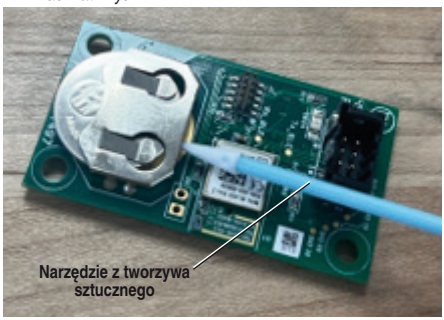

**Rysunek 4 – Wyjmowanie baterii z płytki**
4. Wyjąć baterię pastylkową (CR2032) z płytki LED za pomocą nieprzewodzącego narzędzia z tworzywa sztucznego. Włożyć nową baterię pastylkową (CR2032) biegunem dodatnim skierowanym do góry. Zużytą baterię należy prawidłowo zutylizować. *Patrz rys. 4.*